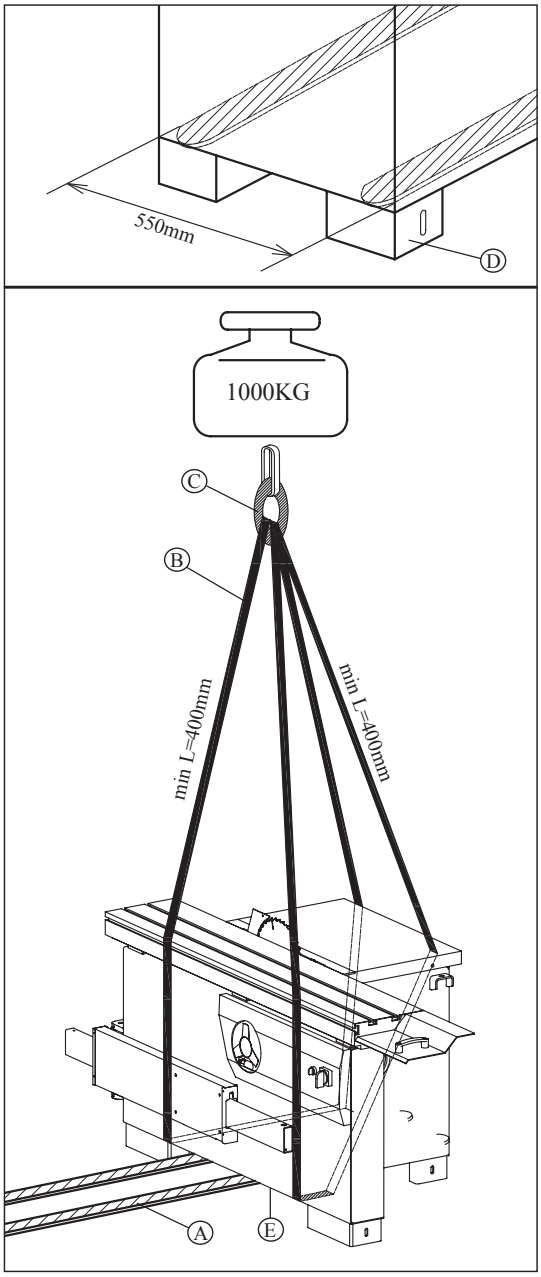

Figur 4.2
Maskinen kan løftes med travers eller gaffeltruck. Fjerne alle transportsikringer og alt forpakningsmaterialet før du flytter maskinen. Kontrollere at løfteutstyrets kapasitet tåler maskinens bruttovekt (se figur 4.2).
- Løft løftestroppene og posisjonere dem etter figur 4.2